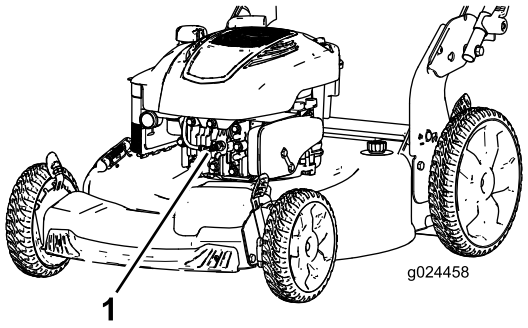

Figur 20
2. Kobl tændrørskablet fra tændrøret (Figur 20), før du udfører nogen form for vedligeholdelsesarbejde.